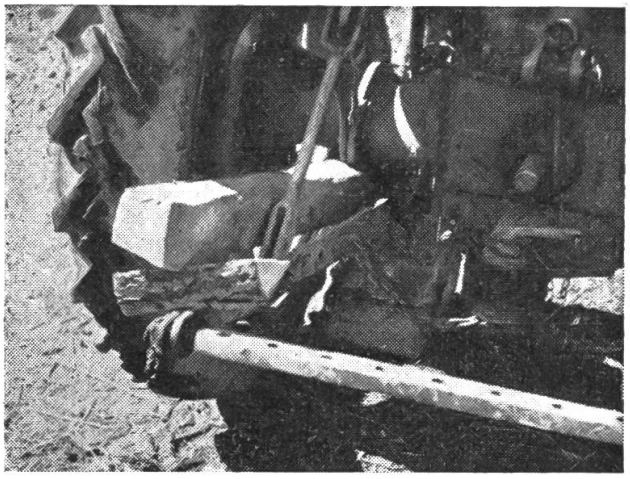
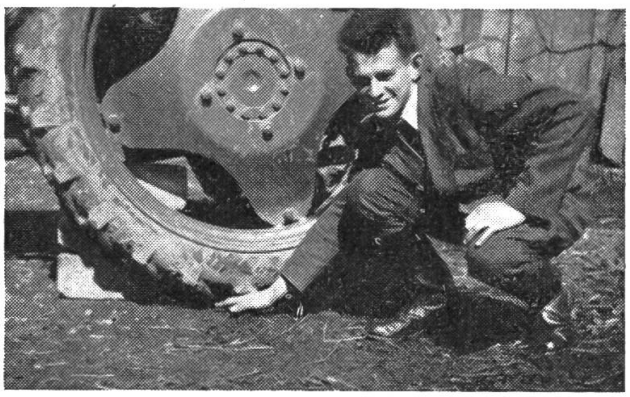

Abb. 2:
Abb. 3:
Die Abbildung 2 zeigt das linke Ende der Haspel für den Abladerost, das Zahnrad mit dem Klinkengesperre des alten Wagenhebers mit eingestecktem Hebel, Abb. 3 zeigt das rechte
verwende ich einen Schlitten und ein Lochgerät. Der Schlitten ist mit zwei Stricken am Lochgerät befestigt (Abb. 1). Das Einlegen der Kartoffeln wird durch zwei Personen besorgt. Mit dem Traktor wird so langsam als möglich gefahren (Fräsgang). In einem weiteren Arbeitsgang wird zugedeckt (Abb. 2). W. H. in B. (SG)
Anmerkung der Redaktion: Unseres Erachtens ist zum Anheben eines einzelnen Rades ein einfacher Hebearm nach Abb. 3 und 4 evtl. unfallsicherer.
Um das Fahren auf das Feld oder vom Feld zu erleichtern, bog ich aus zwei kurzen Eisenstäben zwei Haken. Diese befestigte ich mit zwei Seilstücken vorne an den Sterzen. Das Gewicht eines alten Strohhäckslers und ein alter Gewichtsstein von 25 Pfund können mit Leichtigkeit an den Haken aufgehängt werden (Abb. 3). Zu Hause werden sie natürlich ausgehängt, damit die Sterzen mit der Zeit nicht verbogen werden. So kann man sich auf einfache Weise Tragrollen ersparen.